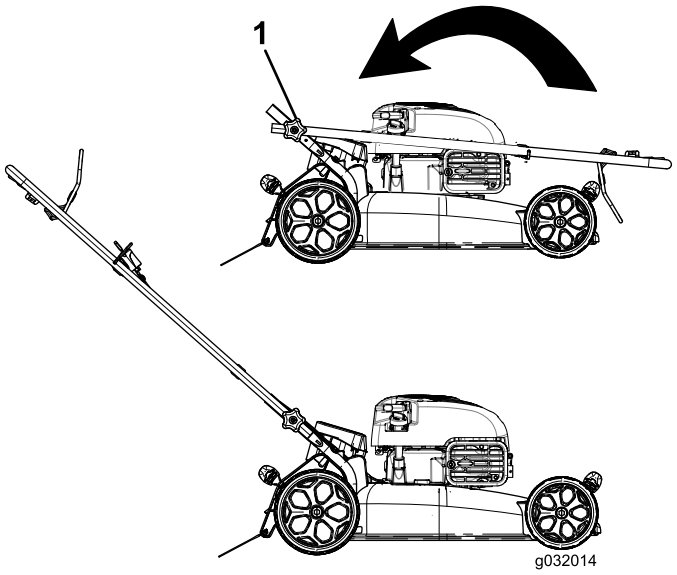

Figuur 4
3. Zet de handgreep in de werkstand (Figuur 4).